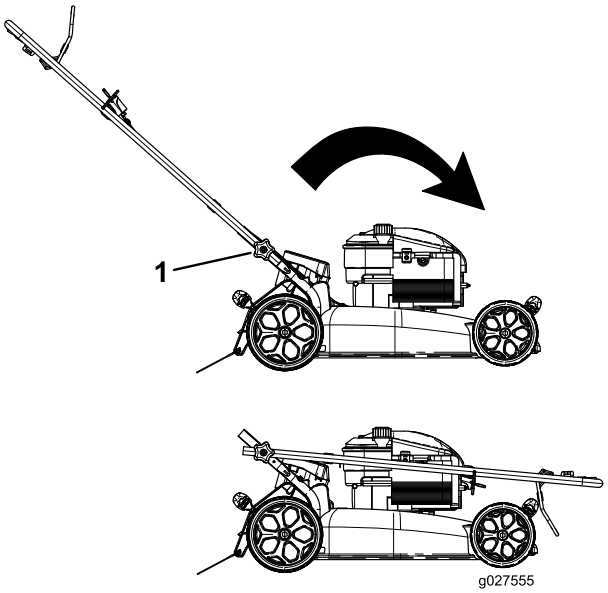

Figuur 32
1. Draai de knoppen van de handgreep los totdat u het bovenste deel van de handgreep vrij kunt bewegen (Figuur 32).
1. Handgreepknoppen (2)
2. Beweeg de handgreep naar voren zoals word getoond in Figuur 32.